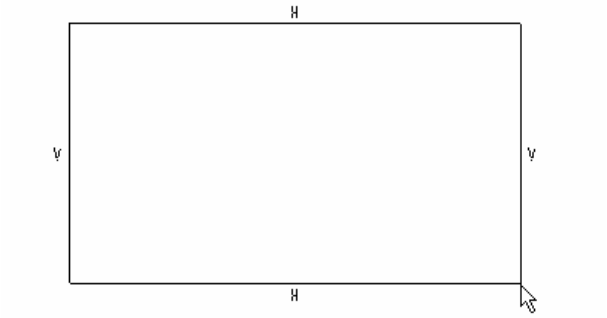

图 1-12　在绘图区内画一个长方形
10. 单击绘制草图工具栏中的 □（绘制长方形）按钮，在绘图区域的左上角单击鼠标，拖动鼠标至右下角后再单击鼠标，绘制一个长方形，如图 1-12 所示。